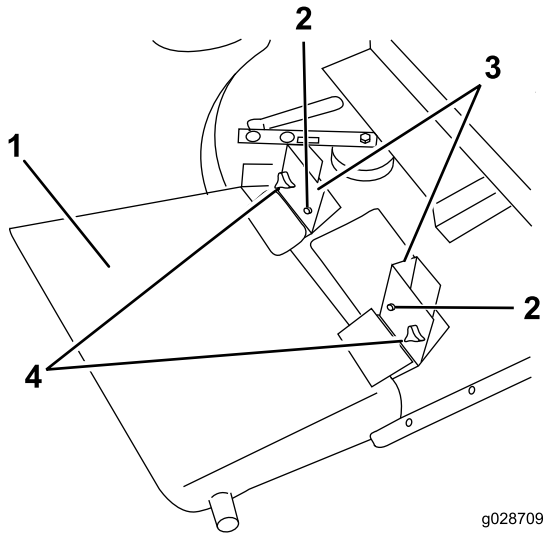

Figur 20
2. Før gressavlederen og svingbrakettene inn på justeringsboltene, og fest til monteringsbrakettene med knotter og skiver (Figur 20).